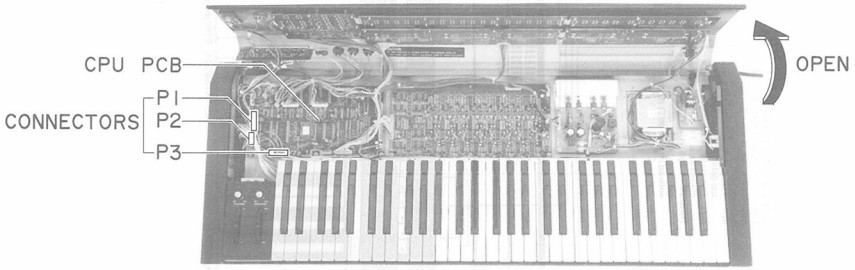

Fig. 2-2
2) Open the Front Cover as shown in Fig. 2-2. (Be careful not to damage the wires holding the Front Cover while it is opened)
2) Then disconnect the connectors P3 on CPU PCB for the Keyboard Block and Pl & P2 for the Bend Panel Block. (Refer to Fig 2-2)